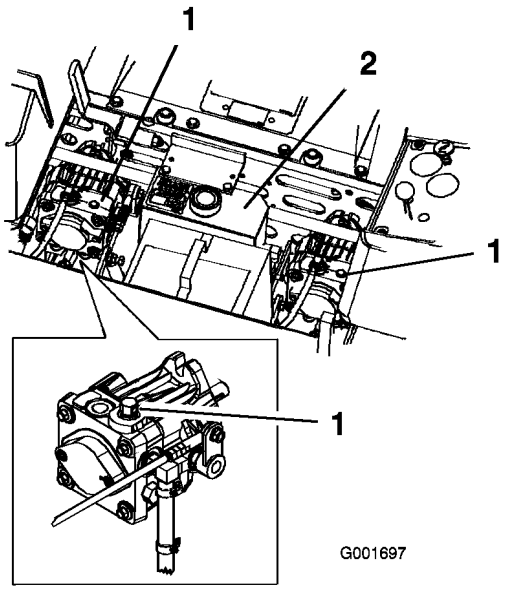

Figur 28
2. Vrid överströmningsventilerna motsols ett varv för att skjuta maskinen framåt. Hydrauloljan kan då passera förbi pumpen, så att hjulen kan rotera (Figur 28).
Vrid överströmningsventilerna medsols ett varv för att köra maskinen (Figur 28).